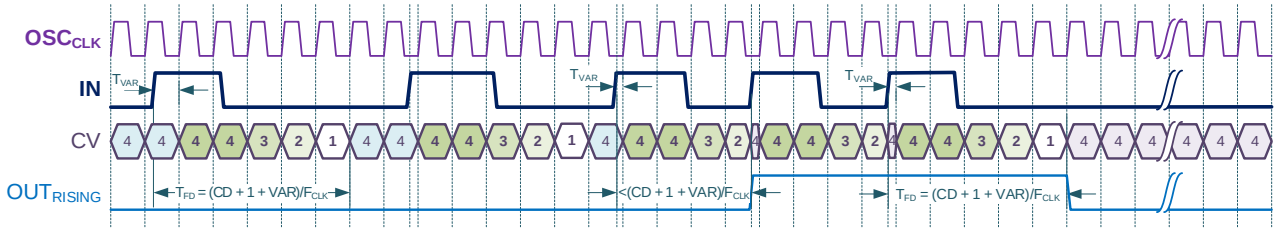
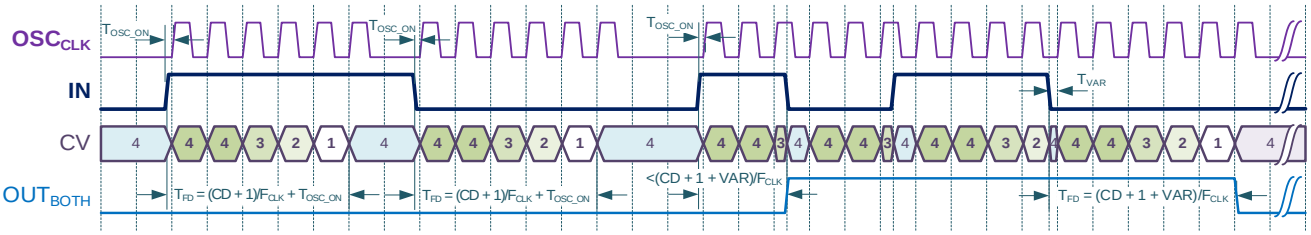

Figure 9.20. Frequency Detector Mode Timing Diagram (Rising Edge, Forced OSC)
Figure 9.25. Frequency Detector Mode Timing Diagram (Both Edge, Auto OSC)
The timing diagrams of the Frequency Detector Mode are shown in Figure 9.20…Figure 9.25.
- Frequency Detector (Figure 9.20…Figure 9.25)